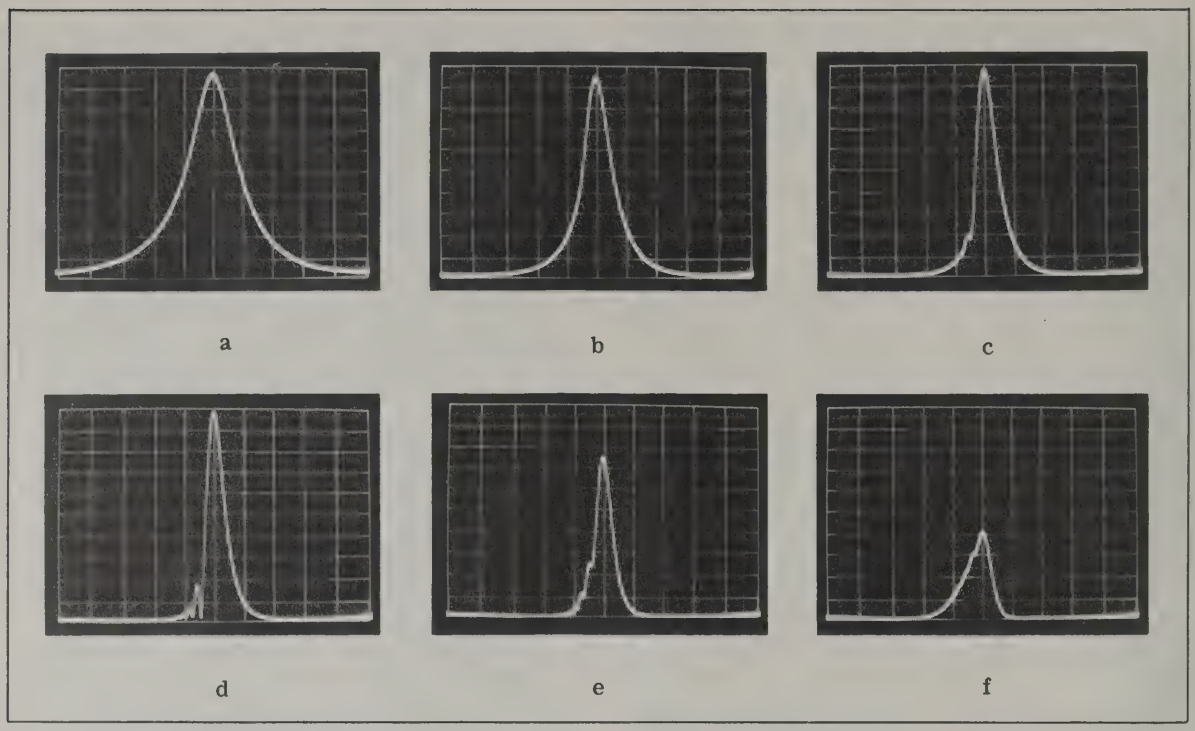

Figure III-7. Screen Presentations for Different Settings of IF BANDWIDTH Control.
(1) Set the IF BANDWIDTH control completely clockwise, the position for the broadest if bandwidth.
(2) Adjust the CENTER FREQUENCY dial so that the desired band of signals is at the center of the screen.
(3) Spread the band of signals across the screen by turning the SWEEP WIDTH dial counterclockwise. Note that at reduced sweep width each frequency calibration mark of the screen represents a frequency separation equal to one-tenth of the reduced sweep width.
(4) Turn the IF BANDWIDTH control counterclockwise until individual signals are most clearly resolved. If the signals are not resolved, a slower sweep rate will have to be used. Optimum resolution can be recognized by the nature of the ringing pulses that will appear on the trailing edge of the signal pip as optimum resolution is approached. See Figure III-7 and subparagraph (5) below. Ringing can be seen more easily with the VIDEO FILTER control in the OFF position.
Waveforms "a" to "f" of Figure III-7 indicate progressive variations in pip width ef-